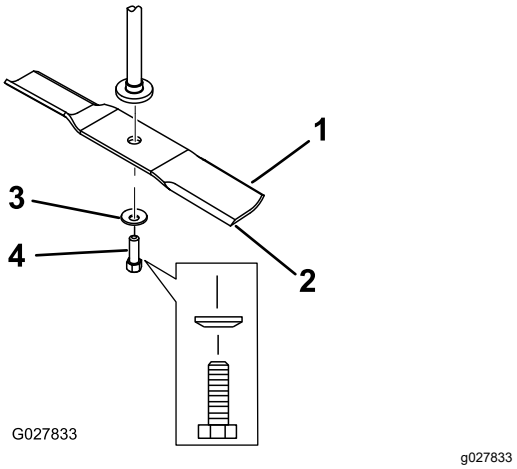

Figur 63
2. Avlägsna knivskruven, den böjda brickan och kniven från spindelaxeln (Figur 63).
1. Montera kniven på spindelaxeln (Figur 63).
2. Montera den böjda brickan (den kupade sidan mot kniven) och knivskruven (Figur 63).